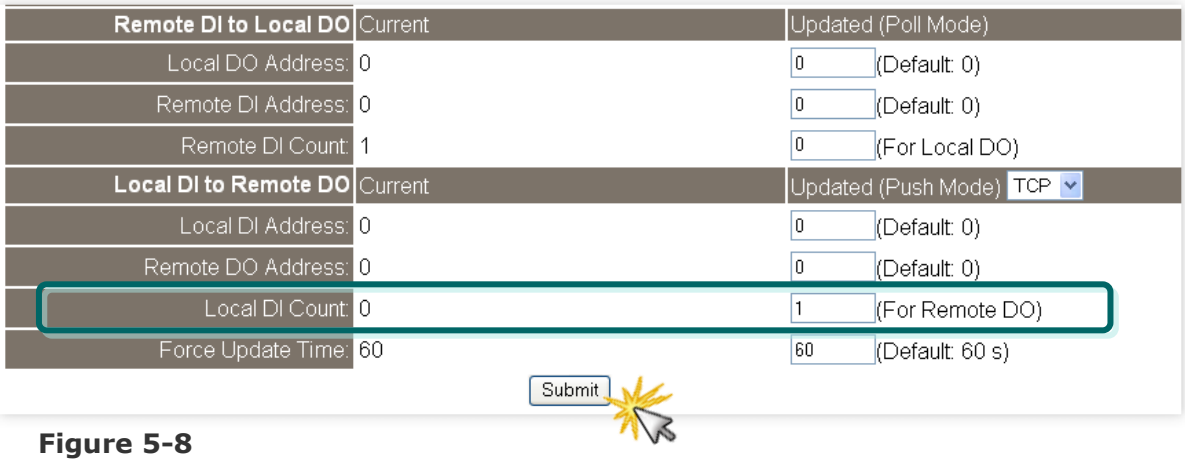

Figure 5-8
*For example, we set **"1"** in the **"Loacl DI Count"** field. This means the **DI x1 of tET/tPET #2** are mapped to **DO x1 of tET/tPET #1,** refer to **Figures 5-8** for illustrations.*